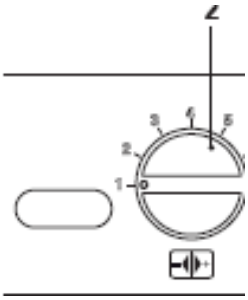

рис. 5.11
• Прежде, чем подать электропитание на котёл установите ручку 3 как показано на рис. 5.11;
• чтобы настроить функцию антибактериальной защиты, нужно войти в программирование, удерживая в течении 15 секунд кнопку «сброс» 4 (см. рис. 5.11) пока не появится параметр P01 на дисплее LCD; на дисплее LCD появится следующая последовательность изображений (P01 меняется на -- -- --).
• Жмите кнопку «сброс» 4 (см. рис. 5.11) для перехода по параметрам до появления параметра P17, который является параметром настройки функции антибактериальной защиты;